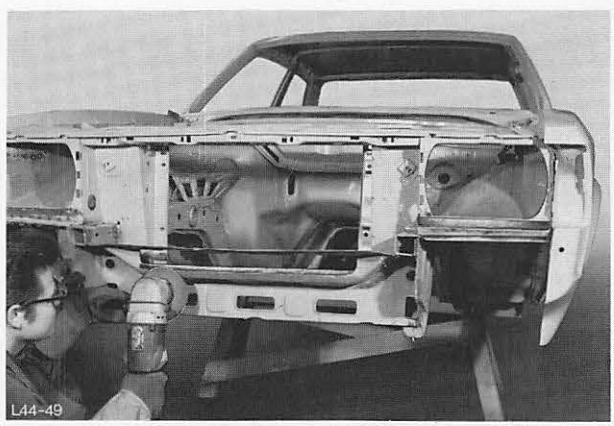

Abb. 44 Punktflansche putzen
9. Punktflansche putzen und richten, Abb. 44.